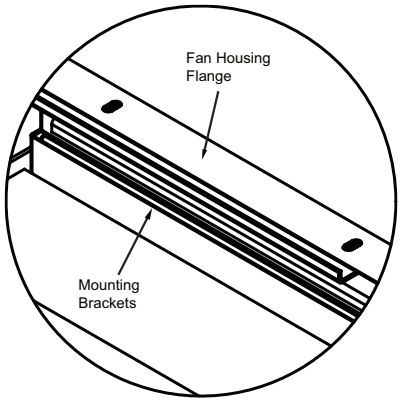
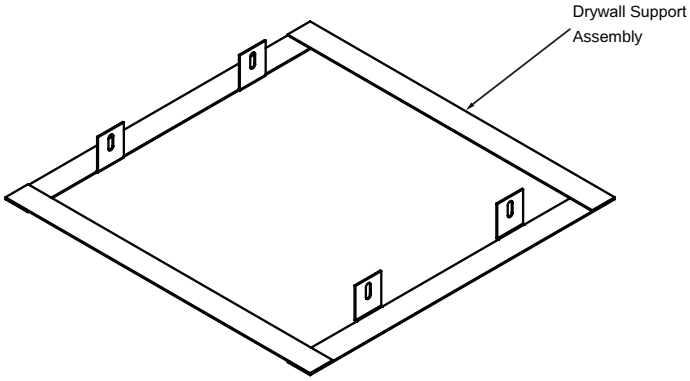

**Figure 3**
**Figure 4**
4. With the damper secured to the fan housing, attach the supplied mounting brackets. Position the mounting brackets under the damper mounting flanges or under the fan housing flange as required. Position the slot so it aligns with the holes in the fan housing and/or the holes in the damper mounting flanges (See Figure 3). The brackets can be adjusted to fit between the damper supports. Once the brackets are adjusted, attach them to the flange of the fan housing using four #10-32 screws and nuts supplied. A minimum of two fasteners per side is required.
5. Fasten the support brackets to the damper supports with a minimum 2" (51) long #8 wood screws at a minimum of 1 place per bracket. Be sure the bottom of the damper/fan will be flush with the bottom of the gypsum once it is installed. Locate the damper/fan based on the presence of a resilient channel and gypsum thickness. Please refer to the appropriate UL floor/ceiling or roof/ceiling design for reference.
6. Once the gypsum is in place install the drywall support assembly (See Figure 4) to the damper using the #8 course threaded screws supplied at four places minimum. The drywall support assembly must be installed snug to the bottom of the gypsum so the gypsum is resting on the drywall support assembly.